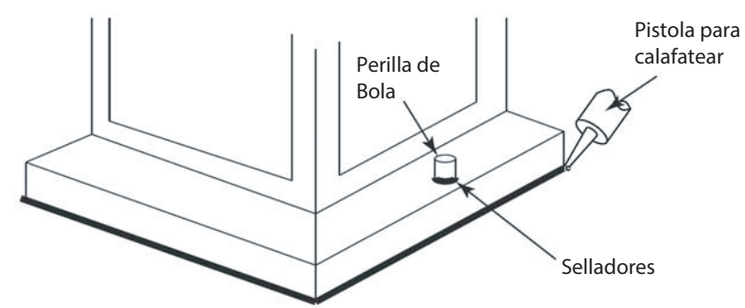

Figura 2
1. Conecte el cable de alimentación positiva **(A)** (normalmente negro el lado no marcado suave del cable de dos conductores) de plomo accesorio positivo **(B)** con un giro de tamaño approrpriately conector – **Véase la Figura 2 y 3.**
Loop alambre de tierra **(E)** (generalmente de cobre o verde recubierto de plático) debajo de la cabeza del tornillo de tierra **(S)** en la brida de montaje accesorio **(M)** y conectar con el extremo suelto del cable de tierra luminaria directamente al cable de tierra del sistema de construcción con un tamaño adecuado twist-conectores – **Véase la Figura 2.**
Después asegurar fijo en su lugar, se re comienda que la distancia entre la parte superior y la base de montaje del acceso rio se sellará con cualquier buen masilla impermeable de calidad o sellador de silicona (no incluido). También se recomienda que una pequeña capa de madilla o selllador de ser sometidos a los mandos de bolas utilizadas para montar accesorio – Véase la Figura 2.